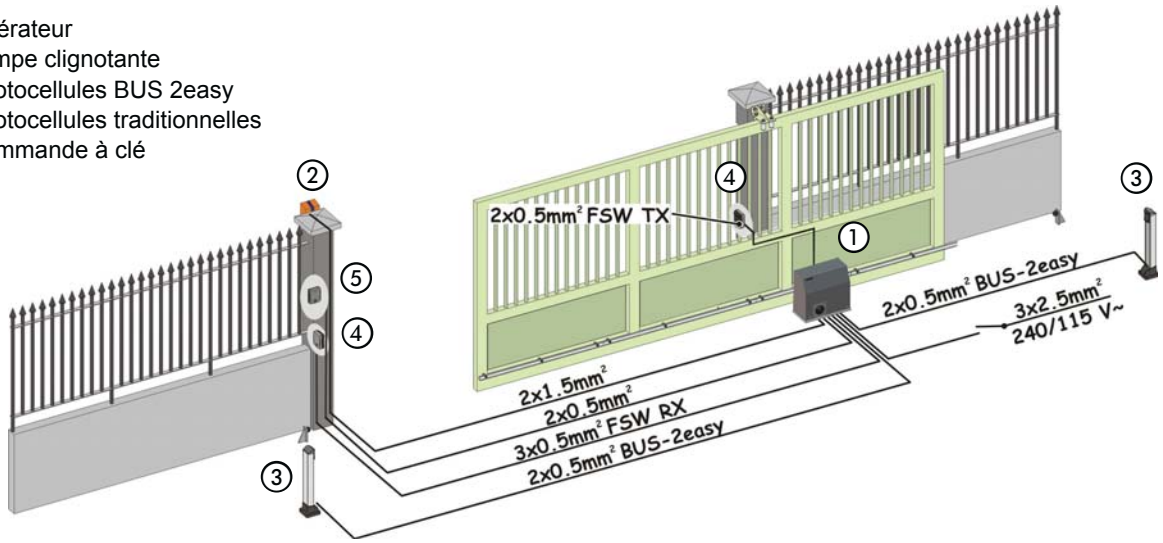

Fig. 3
5. Disposer les câbles électriques pour la connexion aux accessoires et l'alimentation électrique d'après la Fig. 3.
- En suivant les indications de la Fig. 3, disposer les câbles dans les canalisations et réaliser les connexions électriques aux accessoires choisis.